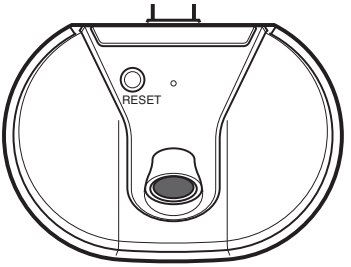

Figure 11
- Bouton de réinitialisation (voir la Figure 11) : appuyez sur le bouton RESET pendant 15 secondes pour réinitialiser la lumière.